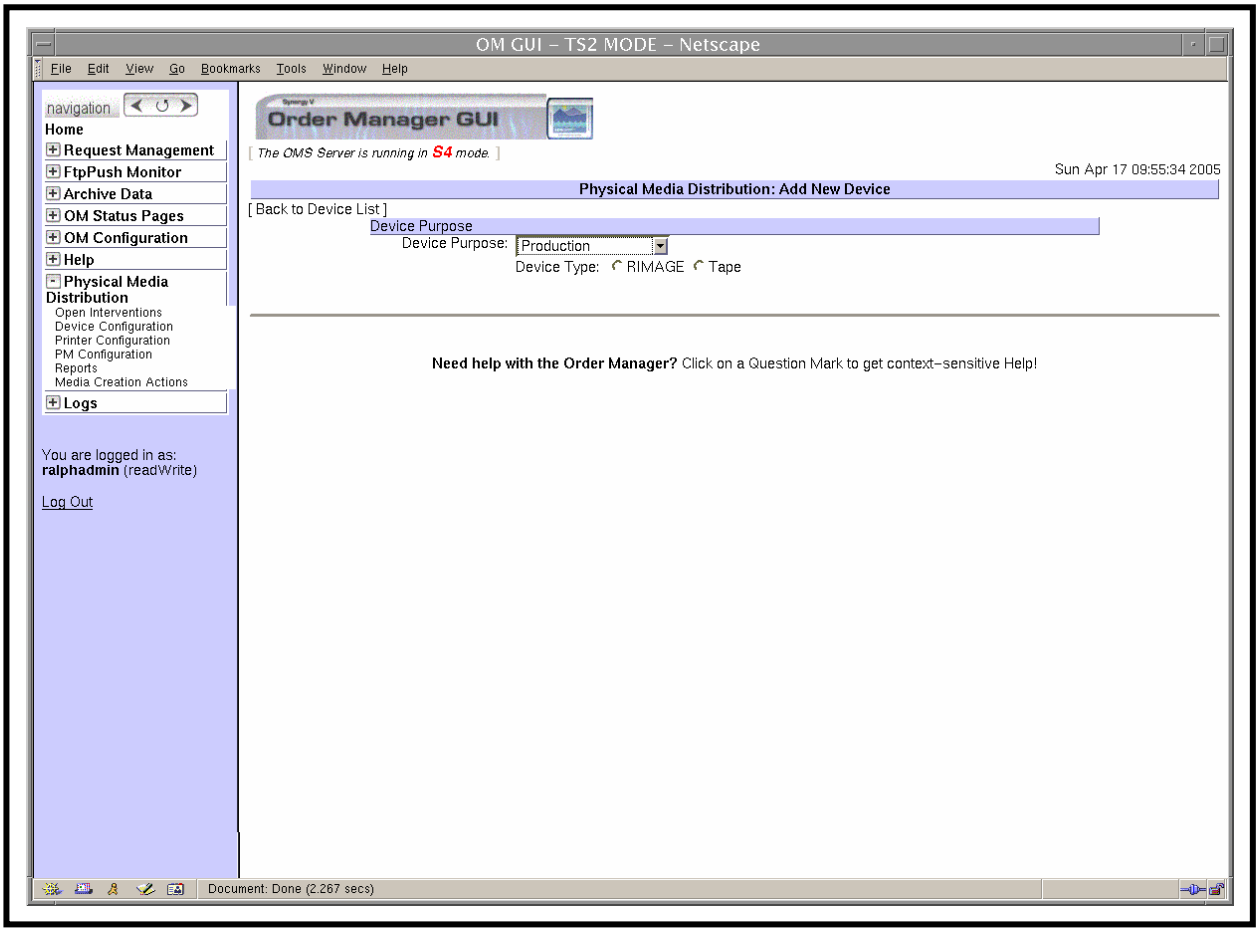

Figure 75. Add New Device Page with Device Type Radio Buttons
- If **Production** was selected, the **Add New Device** page displays **Device Type** radio buttons (as shown in Figure 75).